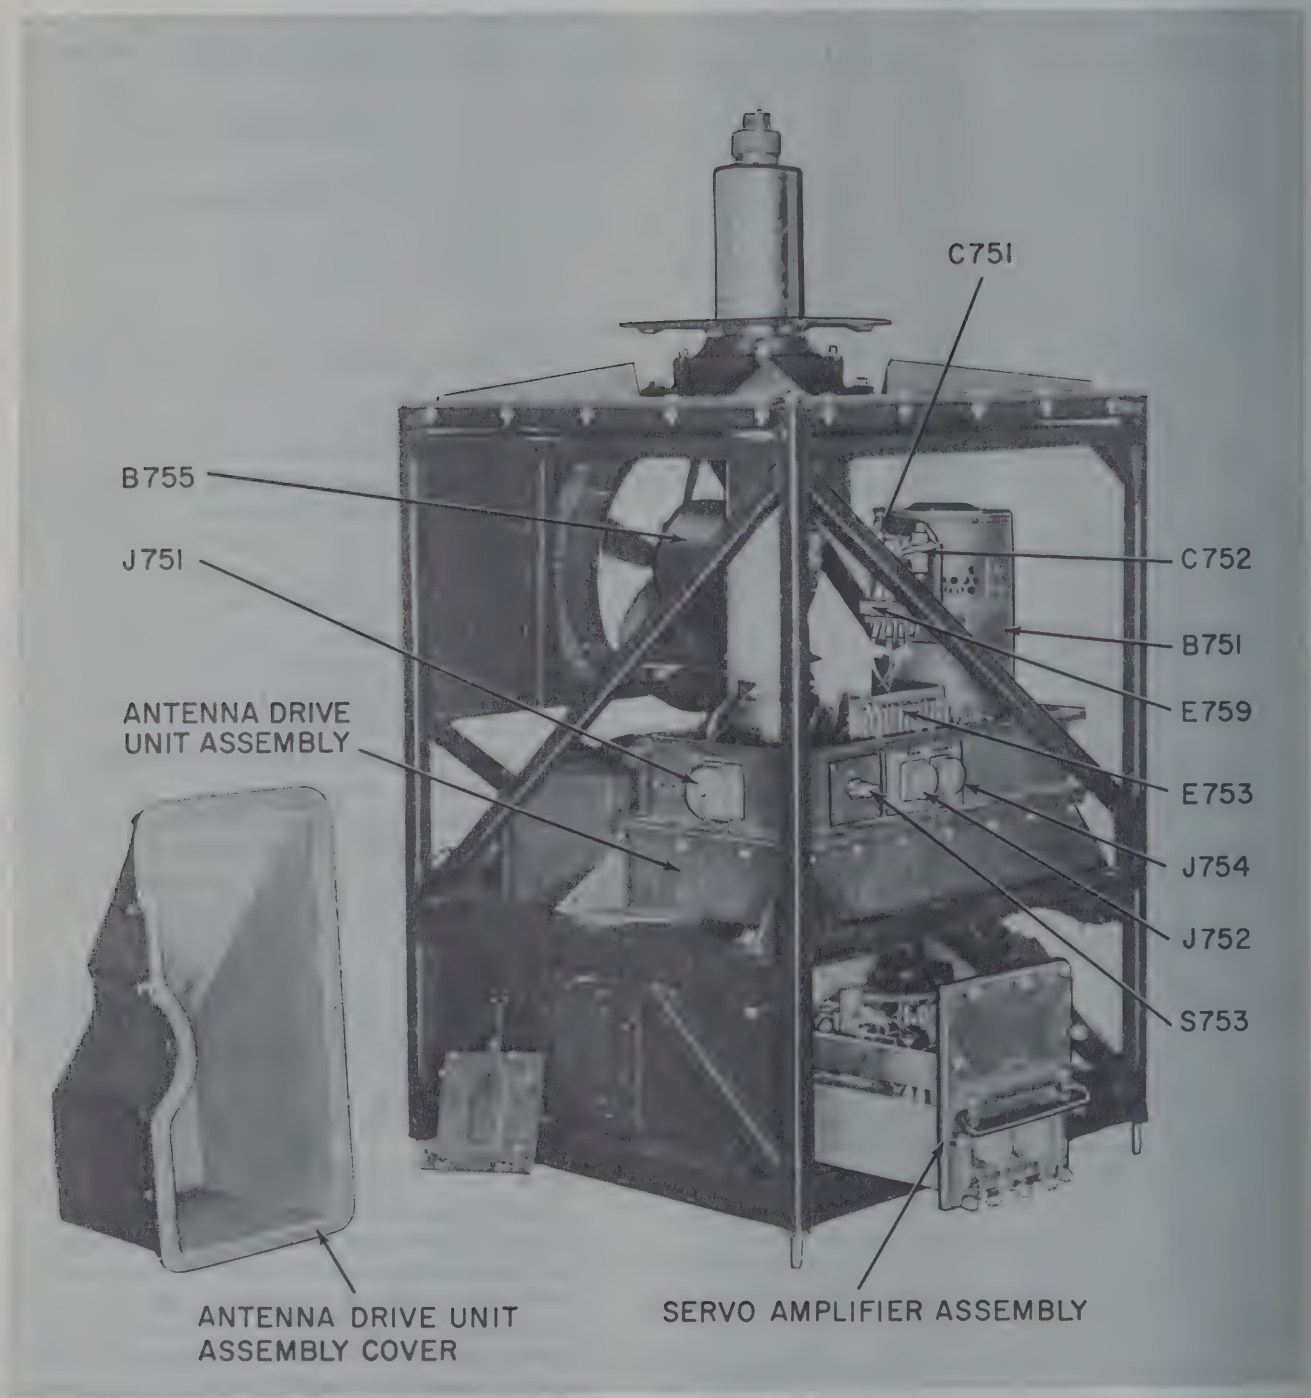

Figure 7—87. Antenna Base Component Locations
(3) RPPI SYNCHRO B753. *(See figure 7–83.)*